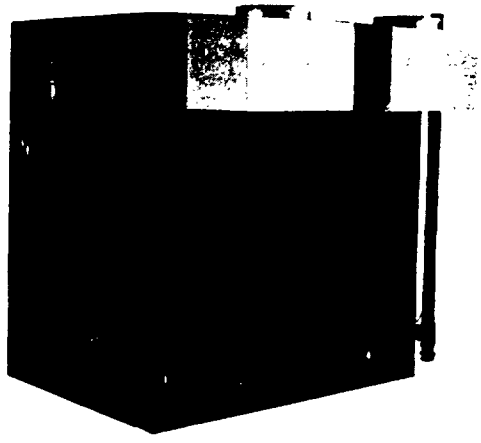

FIG. 26—Jacket Assembly—Rear View
15. Assemble drafthoods to canopies with four #10x½" sheet metal screws. See Fig. 26